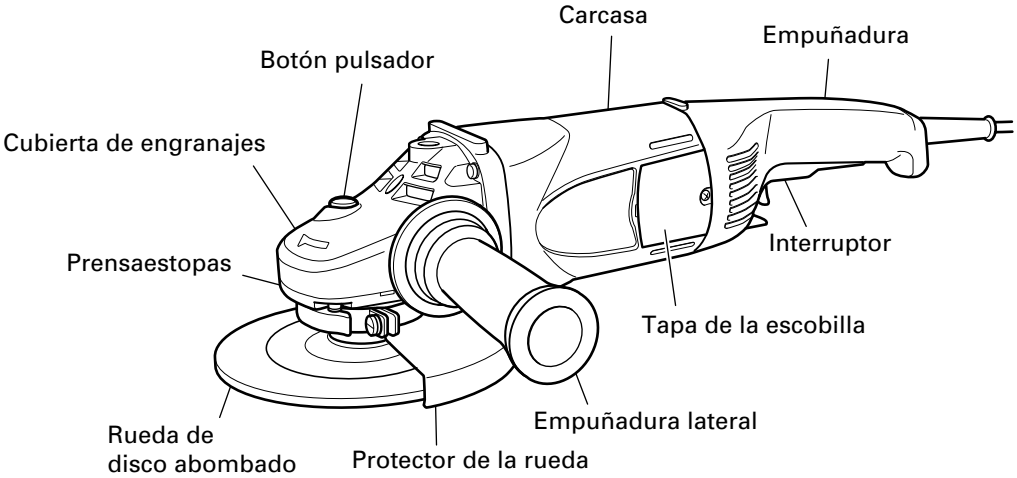

Fig.1
1. Sujete firmemente la amoladora mediante su empuñadura y el asa lateral. (Fig. 1)